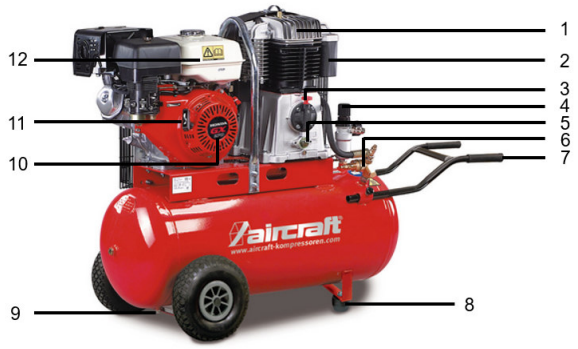

Abb. 6: AIRBAU 652/100 B PRO
Schritt 2: Lassen Sie das Kondenswasser ab, indem Sie das Kondensatablass-Ventil *(9)* (Abb. 6) an der Unterseite des Behälters öffnen. Schließen Sie das Ventil wieder, sobald nur noch reine Luft, ohne Kondenswasser austritt. Für diese Arbeit sind Schutzhandschuhe zu tragen. Zum Auffangen des Kondenswassers empfiehlt es sich, ein flaches Gefäß zu verwenden.